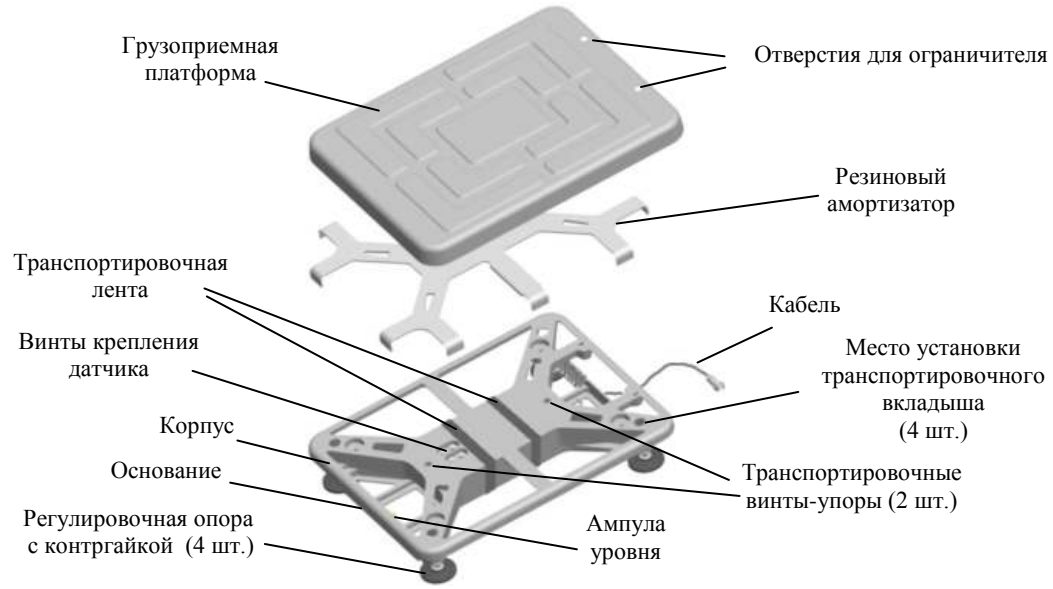
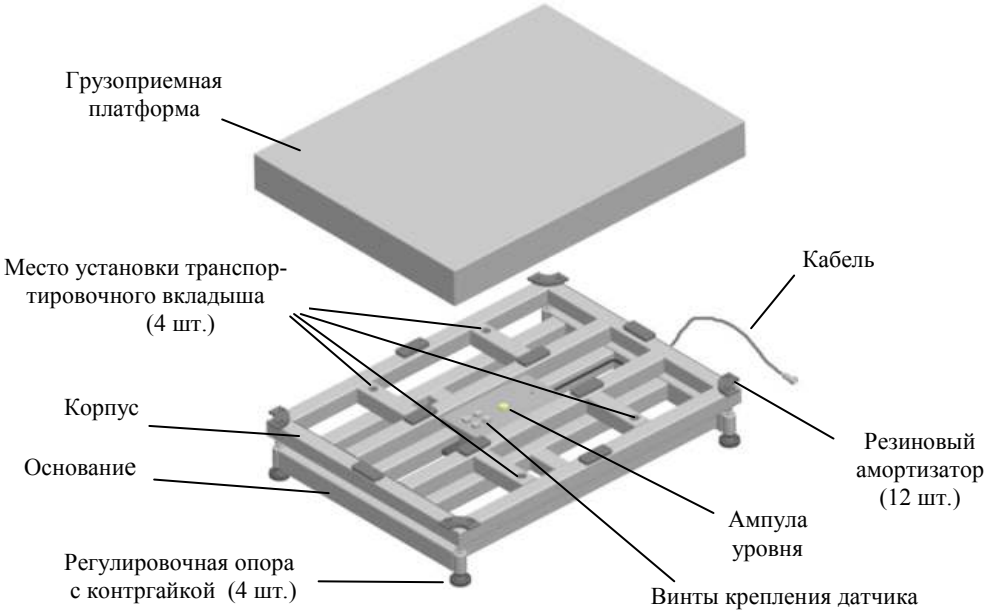

Рис. 5.1 - Модуль взвешивающий ТВ-S_
Рис. 5.2 - Модуль взвешивающий ТВ-М_
6.2 Снять грузоприемную платформу. Вынуть транспортировочные вкладыши (Рис. 5.1, Рис. 5.2).
5.5 Установить весы на твердой ровной поверхности. При помощи регулировочных опор выставить весы по ампуле уровня таким образом, чтобы пузырек воздуха находился в центре ампулы. При необходимости, затянуть контргайки регулировочных опор (Рис. 5.2).